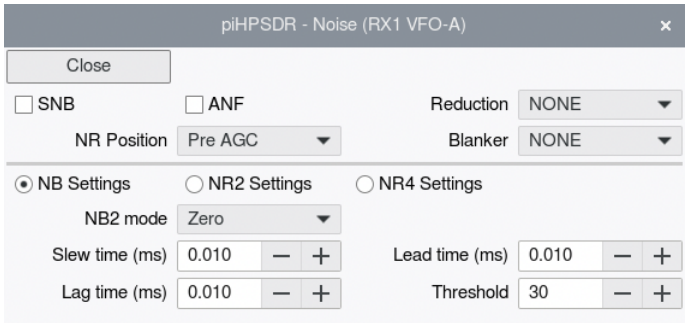
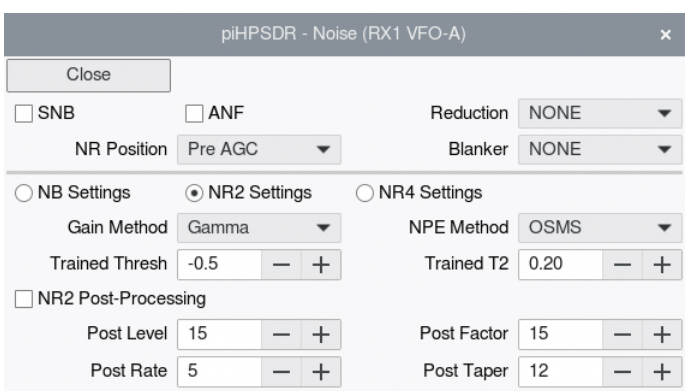
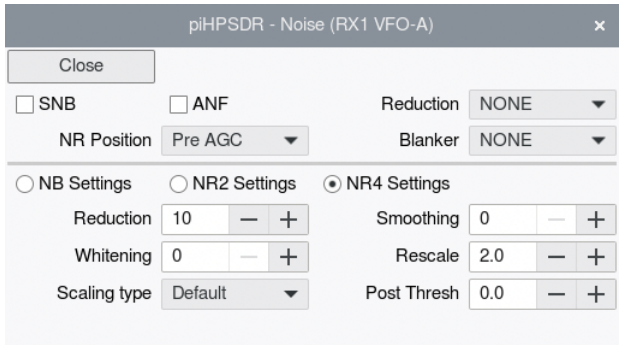

Fig. 8.6: The Noise menu (with NB settings).
Fig. 8.7: The Noise menu (with NR2 settings).
Fig. 8.8: The Noise menu (with NR4 settings).
With the Noise menu you can select a variety of noise reduction and/or noise blanker capabilities (Fig. 8.6). The upper part of the menu always looks the same, the lower part lets you fine-tune parameters for the noise blanker (NB) or the noise reduction models NR2 and NR4. For an in-depth explanation of the NR/NR2/NBcapabilities, the reader is referred to the WDSP manual. The noise reduction models NR3 (`RNNnoise`) and NR4 (`libspecbleach`) more information can be found starting at their github repositories
You see a thin horizontal line in Fig. 8.6. Choosing one of the three buttons just below the horizontal line determines whether the lower part of the menu offers fine-tuning of NB, NR2, or NR4 settings. The set up for changing the noise blanker settings is shown in Fig. 8.6, below (Fig 8.7) you find the set up for changing the NR2 settings and the NR4 settings (Fig. 8.8). Note there
The noise menu with the NR2-specific control is shown in Fig. 8.7:
The noise reduction menu with the NR4-specific settings is shown in Fig. 8.8.